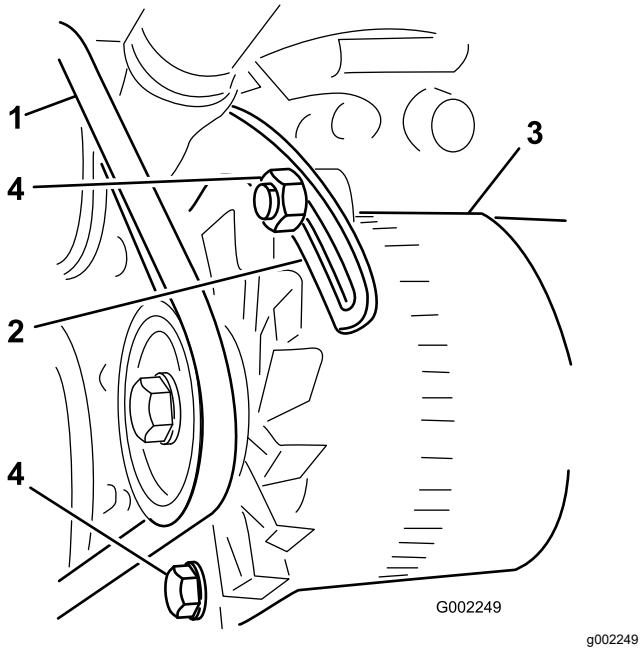

図 106
3. オルタネータのピボット部にあるボルト、およびオルタネータをブレースのスロットに固定しているボルトをゆるめる (図 106)。